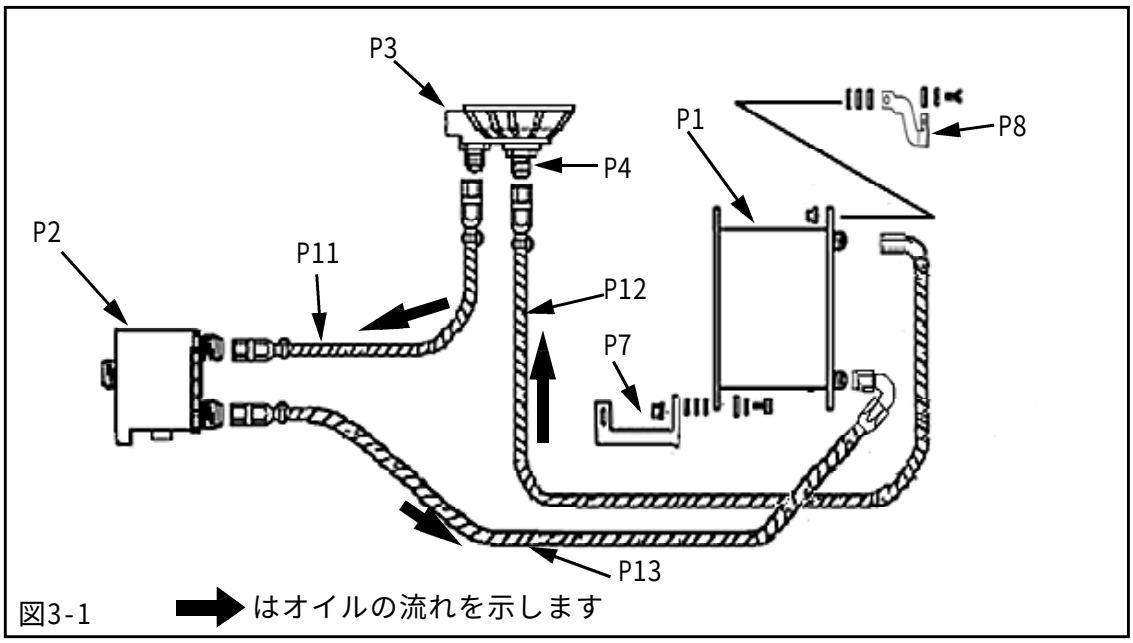
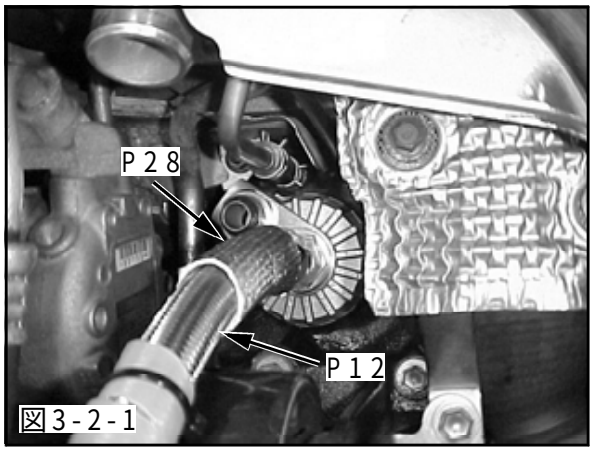
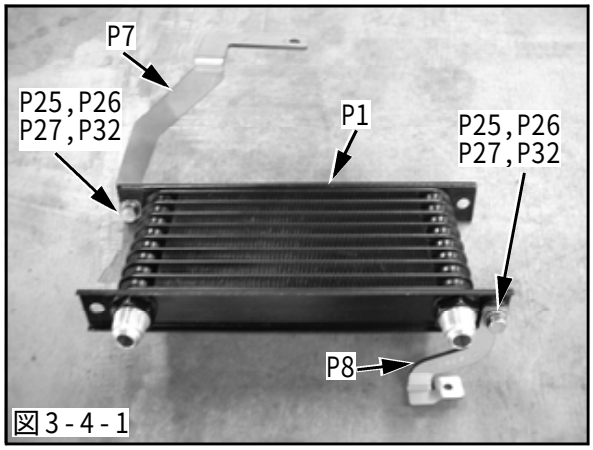

図3-1
図3-2-1
図3-4-1
(図3-1,図3-2-1)(P12×1,P28×1)
(2)オイルクーラホース②をアタッチメントボルトＡに取付けてください。(図3-2-1)
(図3-1,図3-4-1)